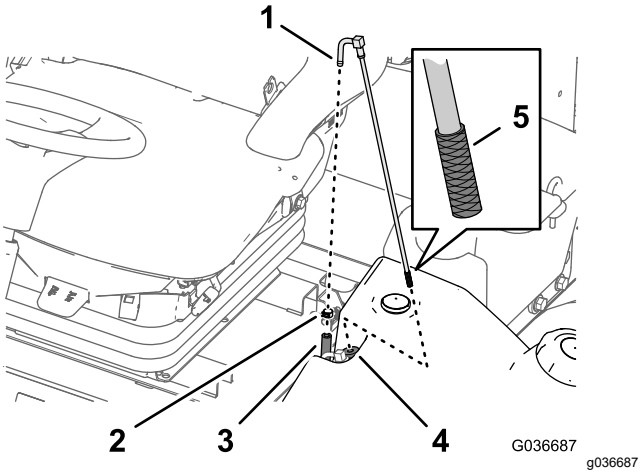

Figuur 97
1. Verwijder de slangklem waarmee de brandstoftoevoerslang is bevestigd aan de fitting van de brandstofaanzuigbuis (Figuur 97).
2. Neem de slang van de fitting (Figuur 97).
3. Til de brandstofaanzuigbuis van de brandstoftank (Figuur 97).
4. Verwijder vuil van het scherm aan het uiteinde van de brandstofaanzuigbuis (Figuur 97).
5. Steek de brandstofaanzuigbuis door de rubberen lagerbus en in de tank (Figuur 97).